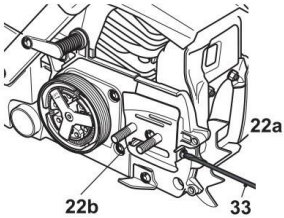

Abb. 3
2. Sichern Sie vor der Demontage die Trennung der Kettenbremse ab. Wenn sie sich in der angeschlossenen Position befindet, drücken Sie die Abdeckung des vorderen Handgriffs/den Bremsheben (11) nach hinten, bis er in der Position einrastet.
3. Mit Hilfe des mitgelieferten Zündkerzenschlüssels (32) entfernen Sie die zwei Befestigungsmuttern (16) von der seitlichen Abdeckung (18).
4. Bei Bedarf stellen Sie den Spannstift (22b) durch Einschrauben oder Herausschrauben der Spannschraube (22a) mittels eines Schraubendrehers (33) ein, bis die Position erreicht wird, in welcher der Stift in die untere Öffnung im Führungsschwert (13) eingeführt werden kann (Abb. 3).